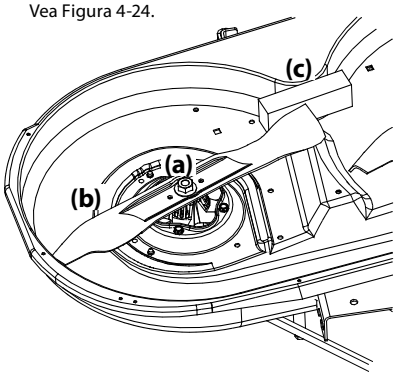

Figura 4-24
2. Use una llave de $^{15}/_{16}$ in para sostener la tuerca hexagonal en la parte superior del conjunto del husillo cuando afloje la tuerca hexagonal (a) que fija la cuchilla (b). Se puede colocar un bloque de madera (c) entre el alojamiento de la plataforma y el borde de corte de la cuchilla (b) para ayudar a aflojar la tuerca hexagonal (a) que fija la cuchilla. Vea Figura 4-24.